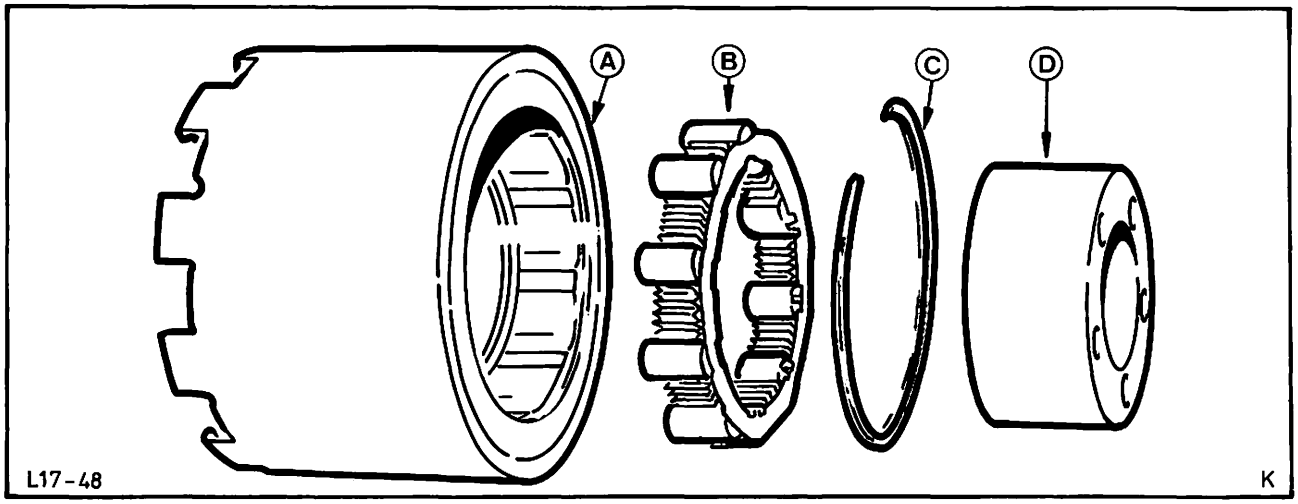

Abb. 75 Freilauf zerlegt
31. Sicherungsring – Freilauf von der Bremstrommel entfernen. Rollenkäfig mit montierten Federn und Lagerrollen (10) herausnehmen. Abb. 75. (Die Federn sind auf den Käfig aufgesteckt.)